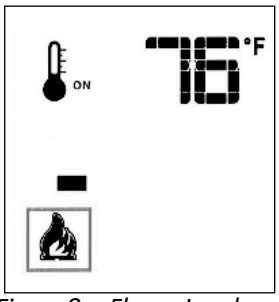

Fig. 15.8. Flame Level 1.
- With the system ON, and the burner flame level at maximum, press the Down Arrow Key once to reduce the flame height by one step. Each time the Down Key is pressed, the flame will step down until the burner is finally turned off. Fig. 15.8.
- The Up Arrow Key will increase the flame height each time it is pressed. If the Up Arrow Key is pressed while the system is on but the flame is off, the flame will come on in the High position as in figs. 15.8 - 15.10. A single "beep" will confirm reception of the command.